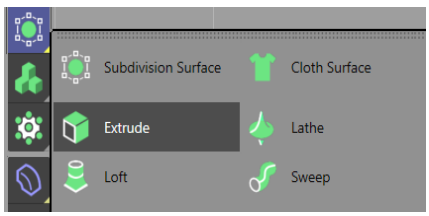
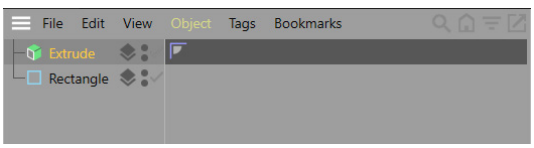

Figure 2-7 *Choosing* ***Extrude*** *from the flyout*
Figure 2-8 *Extrude added to the Object Manager*
3. Press and hold the left mouse button on the **Subdivision Surface** tool in the Command Palette; a flyout is displayed. Next, choose **Extrude** from the flyout, as shown in Figure 2-7; *Extrude* is added to the Object Manager, refer to Figure 2-8.